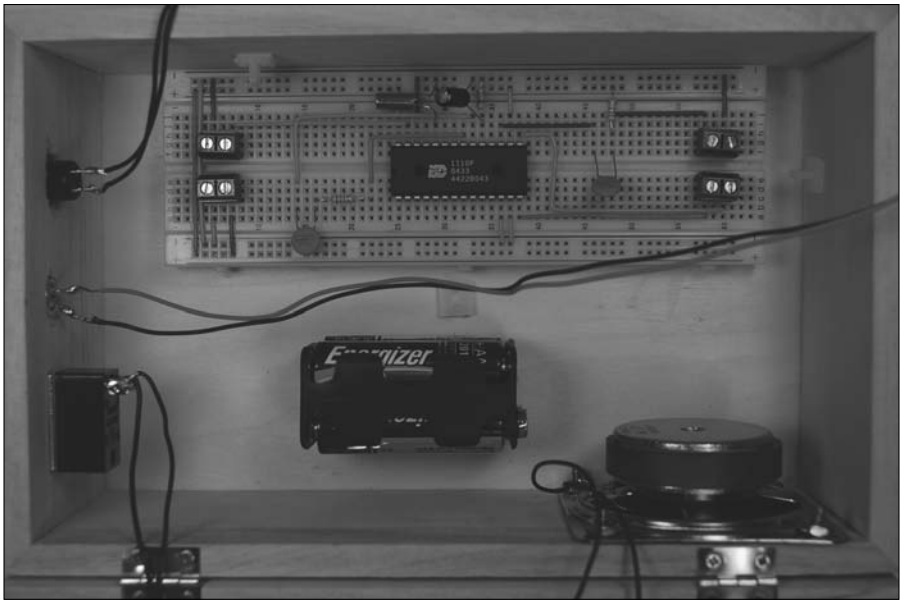

Figure 14-13: Couch Pet-ato with battery pack, breadboard, and wire ties attached.
12. **Attach Velcro to the battery pack, breadboard, and box. Attach the battery pack and breadboard to the box, as shown in Figure 14-13.**